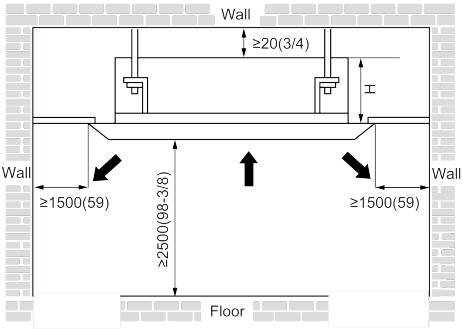

Fig.2
3. Place two 7# (AAA 1.5V) dry batteries, and make sure the position of "+" polar and "-" polar is correct (as shown in Fig 2③).
4. Reinstall the cover (as shown in Fig 2 ④).